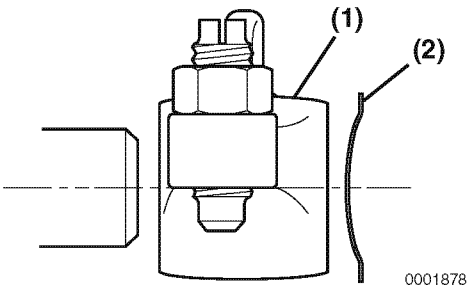

Figure 6-73
*The wave washers **(Figure 6-73, (2))** must be installed with the bow facing the rocker arms **(Figure 6-73, (1))**.*